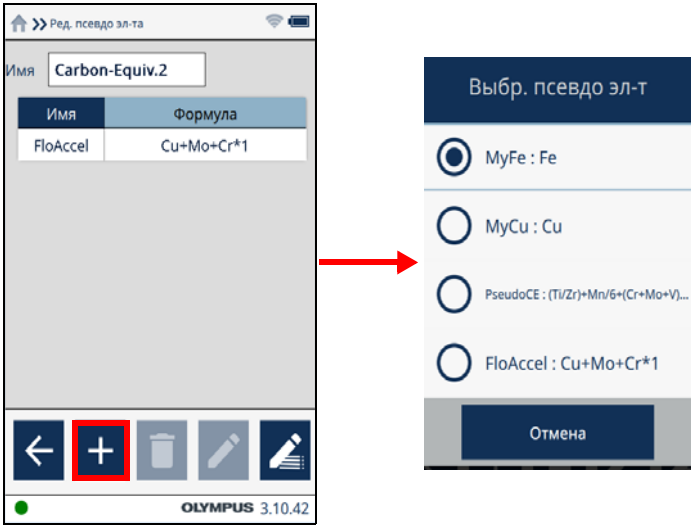

Рис. 2-56 Отредактированный элемент в списке псевдоэлементов
7. Нажмите кнопку **Назад** ( ) для отображения экрана **Ред. псевдо эл-т** (см. Рис. 2-56 на стр. 65).
8. Нажмите кнопку **Добавить** ( ), чтобы открыть диалоговое окно **Выбр. псевдо эл-т** (см. Рис. 2-56 на стр. 65).